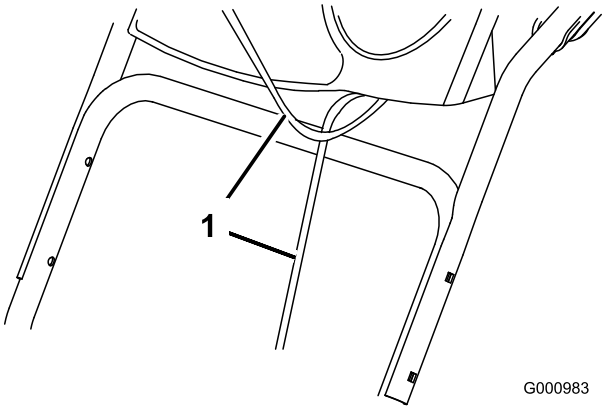

Figur 3
1. Løft og drej det øverste håndtag, og anbring det over det nederste håndtag (Figur 3).